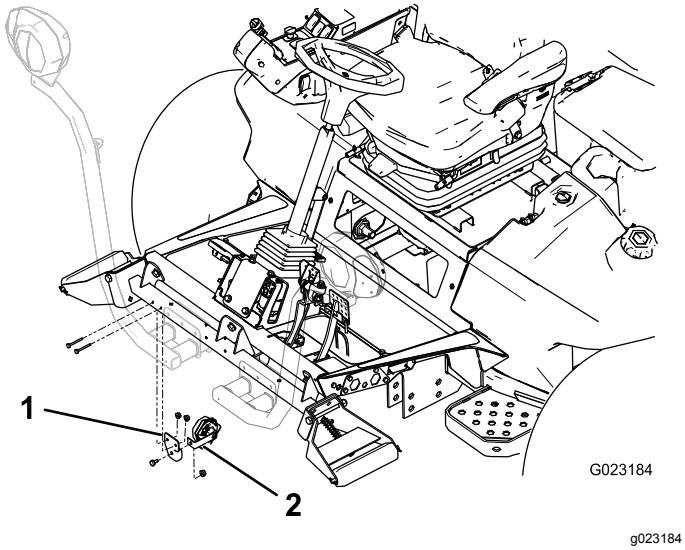

Figur 10
1. Fest hornstroppen til hornbraketten med en bolt (3/8 x 5/8 tomme) og en flensmutter (3/8 tomme) som vist i (Figur 10).
2. Monter hornbraketten på baksiden av valsestøtterøret med to bolter (1/4 x 2 tommer) og mutre (1/4 tomme). Roter hornet slik at det vender ned (Figur 10).